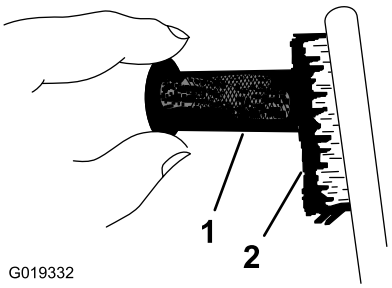

Figura 59
6. Utilice un cepillo para eliminar con cuidado los depósitos de hollín de la rejilla del parachispas (Figura 59).